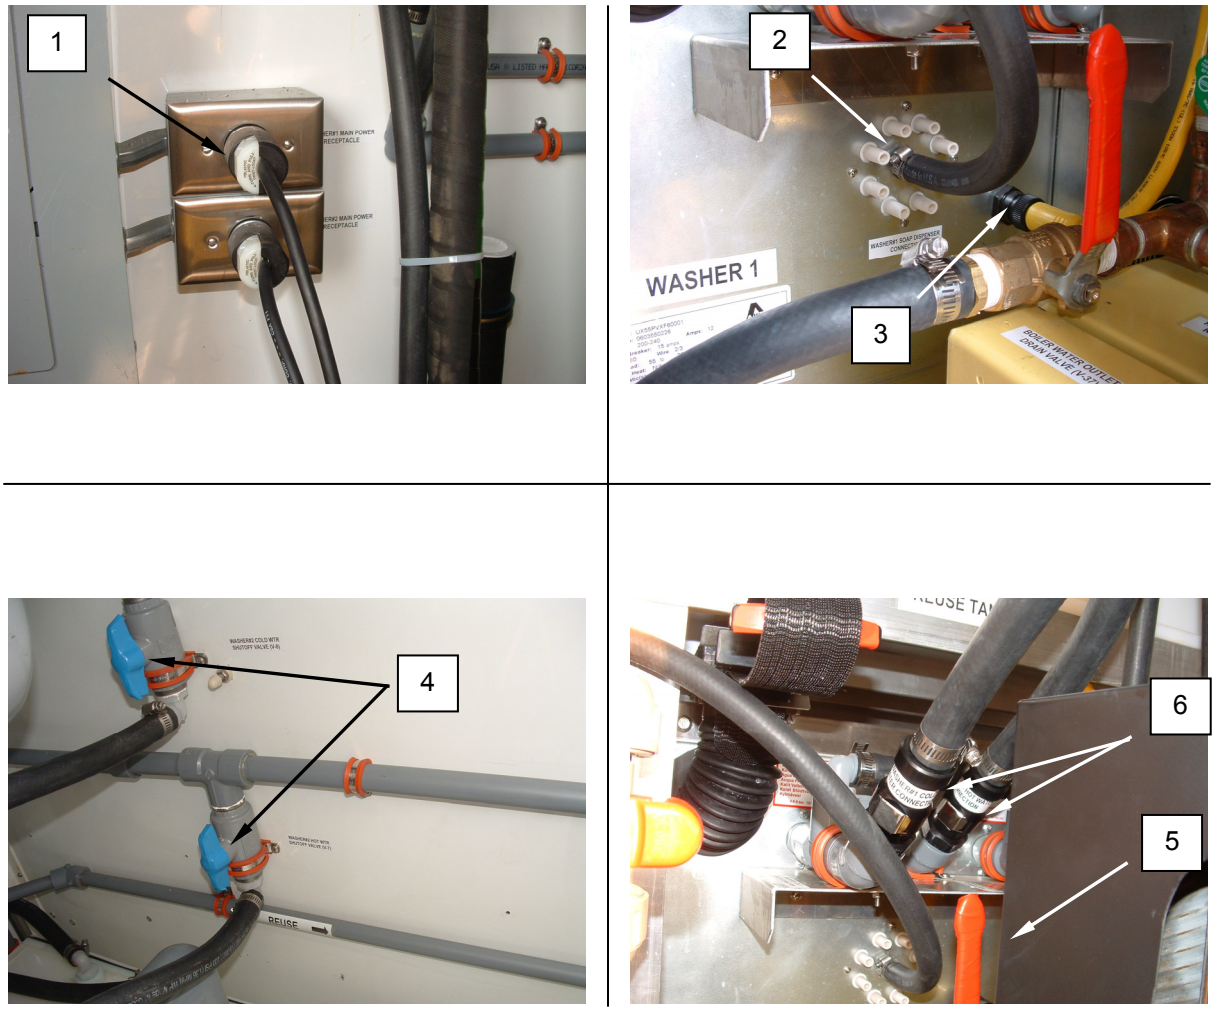

Figure 1. Remove the Washer.
1. Disconnect washer power cord **(Figure 1, Item 1)**. Secure the cord to the washer to ensure it will not snap or be damaged when the washer is moved.
2. Disconnect washer soap dispenser tubing **(Figure 1, Item 2)** and soap dispenser control cable **(Figure 1, Item 3)**.
3. Close off hot and cold water supply valves **(Figure 1, Item 4)** to washer **(Figure 1, Item 5)**.
4. Disconnect hot and cold water supply hoses **(Figure 1, Item 6)** to washer **(Figure 1, Item 5)**.